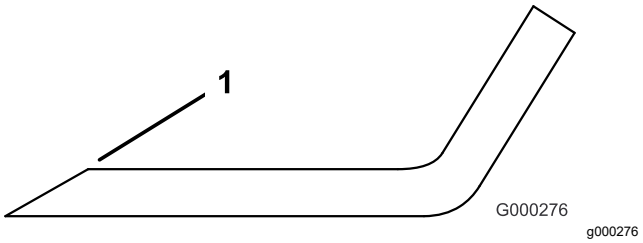

**Figuur 131**
3. Inspecteer de snijranden van alle messen en slijp de snijranden als deze bot zijn of bramen vertonen (Figuur 131).
**Opmerking:** Slijp alleen de bovenkant van de snijrand en behoud de oorspronkelijke snijhoek om te zorgen dat het mes scherp blijft (Figuur 131). Het mes blijft in balans als u evenveel materiaal weghaalt van beide snijkanten.